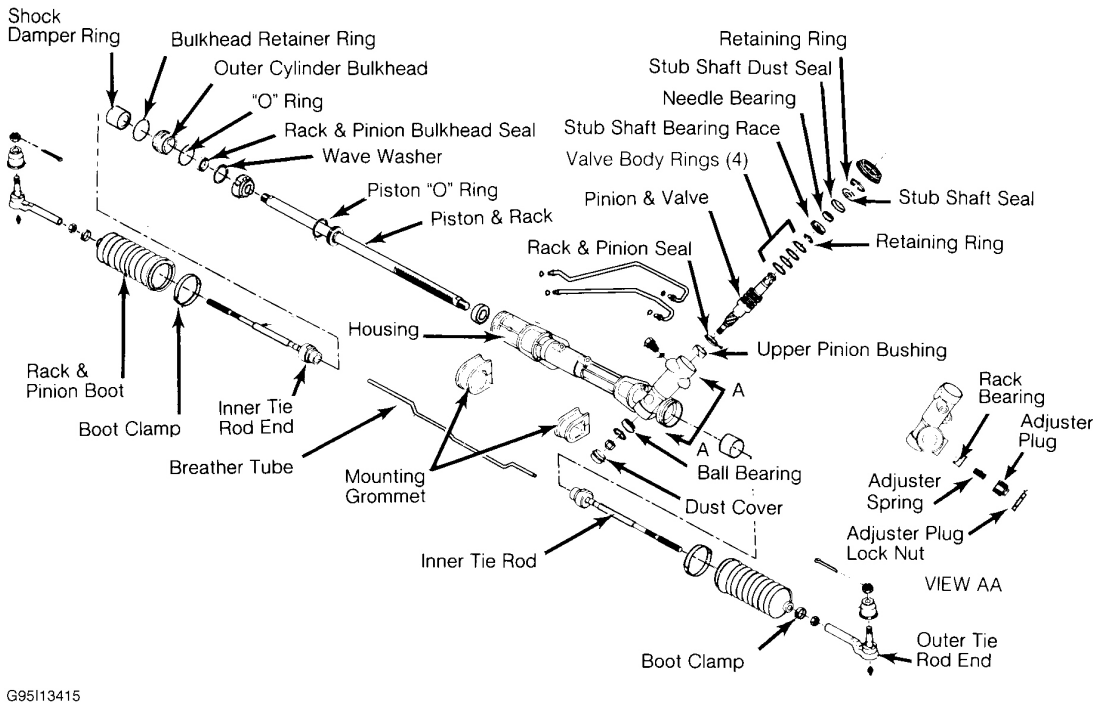

Fig. 1: Exploded View Of Power Rack & Pinion Steering Assembly (Typical)
Pump pressurizes fluid and sends it through the pump's flow control valve to the pinion and valve on the rack and pinion assembly. See **Fig. 1** . Pinion and valve direct fluid to either side of the piston and rack, depending on turning direction of steering wheel. Piston and rack converts hydraulic pressure into linear force, reducing turning effort.
1. Raise and support vehicle. Turn front wheels to straight-ahead position. Loosen adjuster plug lock nut. See **Fig. 1** . Turn adjuster plug clockwise until it bottoms in housing. Back off adjuster plug 50-70 degrees (about one flat).